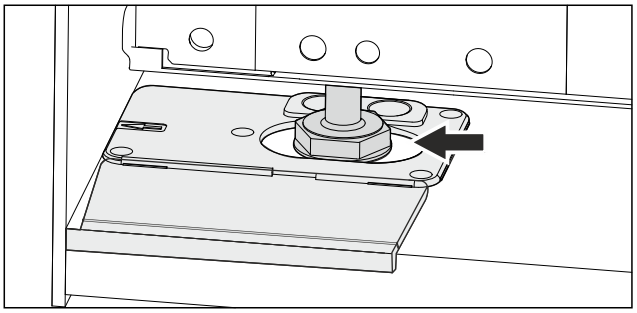

Fig. 45
▶ Вирівняйте пристрій з допомогою ніжок. *Fig. 45 ()*